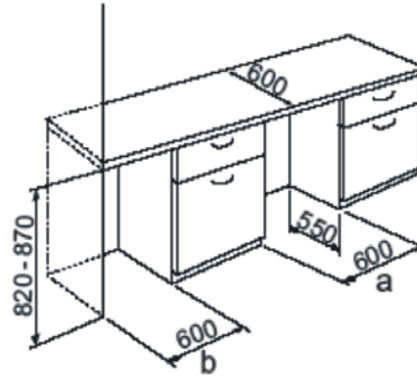

Figura 1
1. Verificare che le dimensioni dei mobili corrispondano a quelle indicate nella Figura 1.